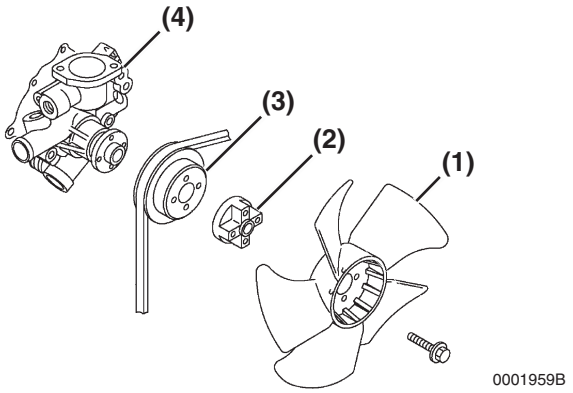

Figure 8-10
7. Reinstall the engine coolant pump V-pulley **(Figure 8-10, (3))**, spacer **(Figure 8-10, (2))** engine coolant fan **(Figure 8-10, (1))** and engine coolant fan guard (if equipped).